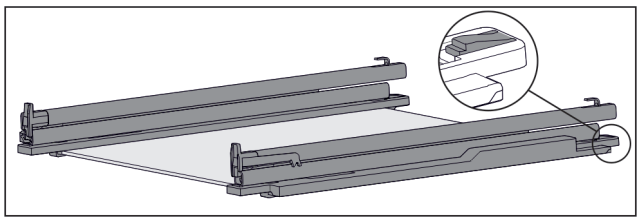

Fig. 110 Glass shelf with rails and retaining parts
▶ Press down retaining part at the rear (see Fig. 110) and at the same time push the rail back.